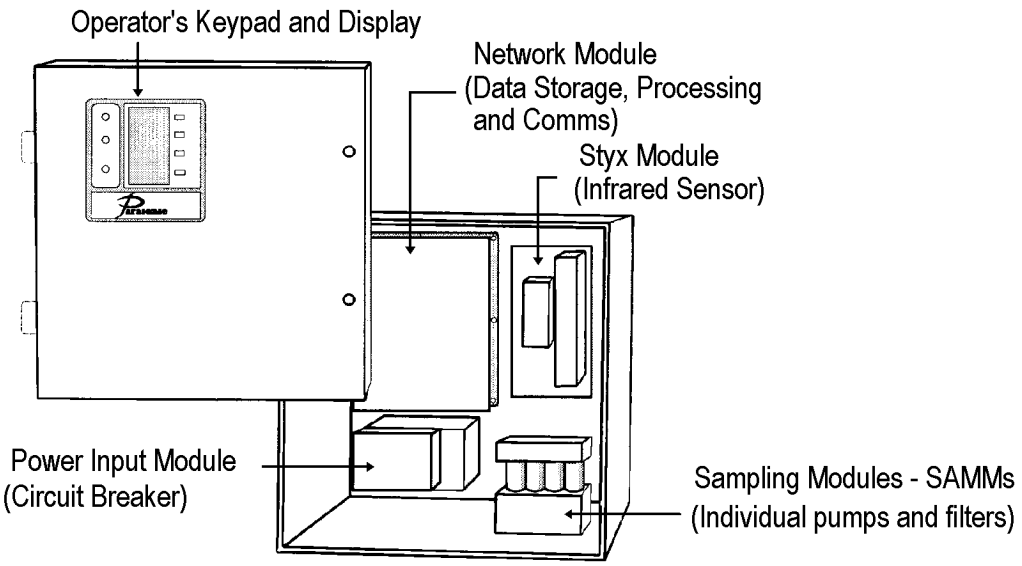

Figure 1-1. Parasense Monitor
a. The Parasense 3300 Series monitors are advanced refrigerant leak detection devices utilizing infrared absorption sensors to analyze air samples. The component arrangement of a typical monitor is shown in figure 1-1